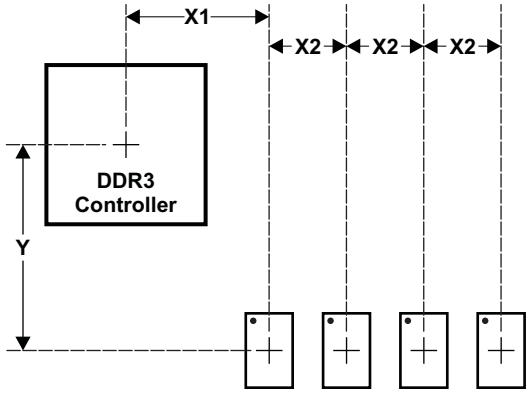
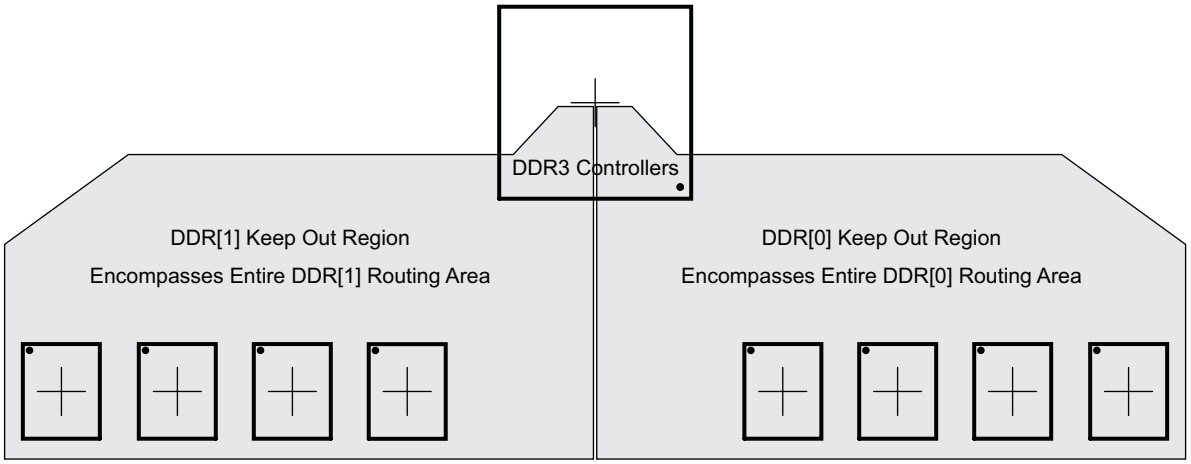

Figure 9-56. Placement Specifications
Figure 9-57. DDR3 Keepout Region
Figure 9-56 shows the required placement for the processor as well as the DDR3 devices. The dimensions for this figure are defined in Table 9-70. The placement does not restrict the side of the PCB on which the devices are mounted. The ultimate purpose of the placement is to limit the maximum trace lengths and allow for proper routing space. For a 16-bit DDR memory system, the high-word DDR3 device(s) are omitted from the placement.
(1) For dimension definitions, see Figure 9-56.
(2) Measurements from center of processor to center of DDR3 device.
(3) Minimizing X1 and Y improves timing margins.
(4) w is defined as the signal trace width.
(5) Non-DDR3 signals allowed within DDR3 keepout region provided they are separated from DDR3 routing layers by a ground plane.
(6) If a device has more than one DDR controller, the signals from the other controller(s) are considered non-DDR3 and should be separated by this specification.
The region of the PCB used for DDR3 circuitry must be isolated from other signals. The DDR3 keepout region is defined for this purpose and is shown in Figure 9-57. The size of this region varies with the placement and DDR routing. Additional clearances required for the keepout region are shown in Table 9-70. Non-DDR3 signals should not be routed on the DDR signal layers within the DDR3 keepout region. Non-DDR3 signals may be routed in the region, provided they are routed on layers separated from the DDR signal layers by a ground layer. No breaks should be allowed in the reference ground layers in this region. In addition, the 1.5-V DDR3 power plane should cover the entire keepout region. Also note that if there is more than one DDR controller, the signals from each controller need to be separated from each other by the specification in Table 9-70, item 5. Each DDR controller should have its own DDR keepout region.
Figure 9-57 is an example of a processor with two DDR controllers. Processors with a single DDR controler will have only one DDR keepout region. Each DDR controller should have its own keepout region.